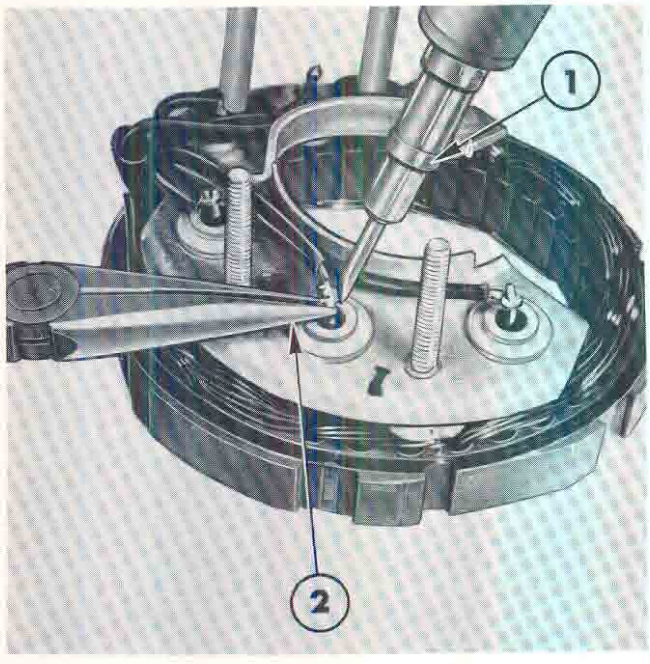

Figure 36
1. Separate the diode assemblies from the stator leads, as shown in Figure 36. Use pliers as a heat shield between the diodes and solder point to protect the diodes from heat damage. Avoid bending or twisting the diode terminal.